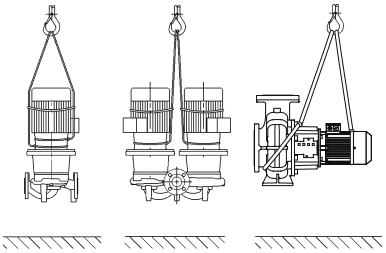

Fig. 6: Transport pompy
- **Uchwyty transportowe umieszczone na silniku służą przy tym tylko do zamocowania zawiesi (Fig. 6).**